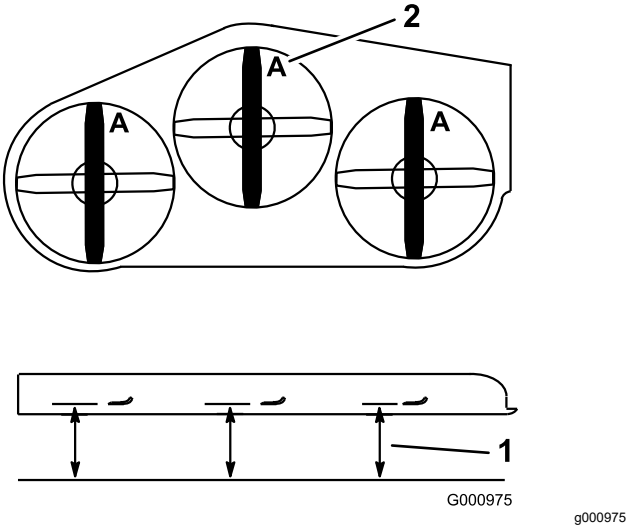

Figura 80
2. Mida desde una superficie nivelada hasta el filo de corte, posición **A**, de las cuchillas (Figura 80).